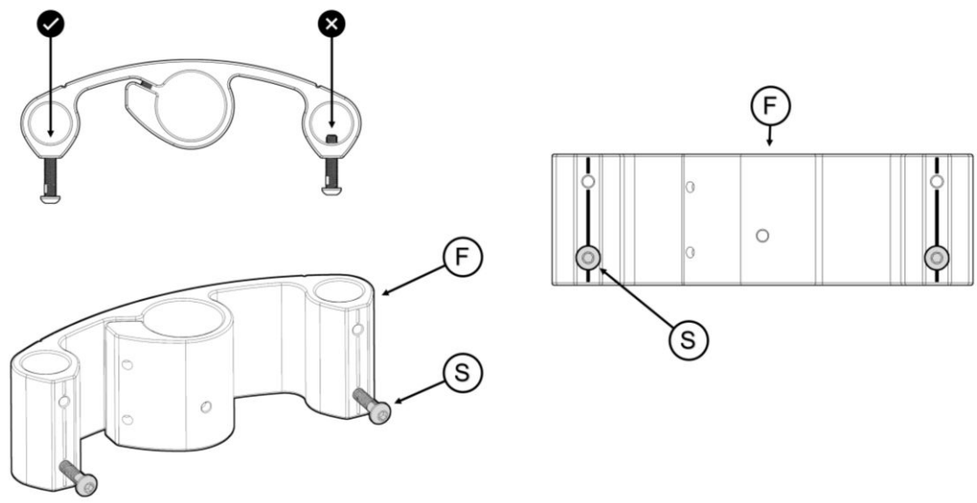

FIGURE 12
12. Partially thread bolt **S** into lower holes in **F**. Do not thread too far – bolt should not block assembly of legs. Lay main support **F** on flat surface so markings can bee seen. *FIGURE 12*